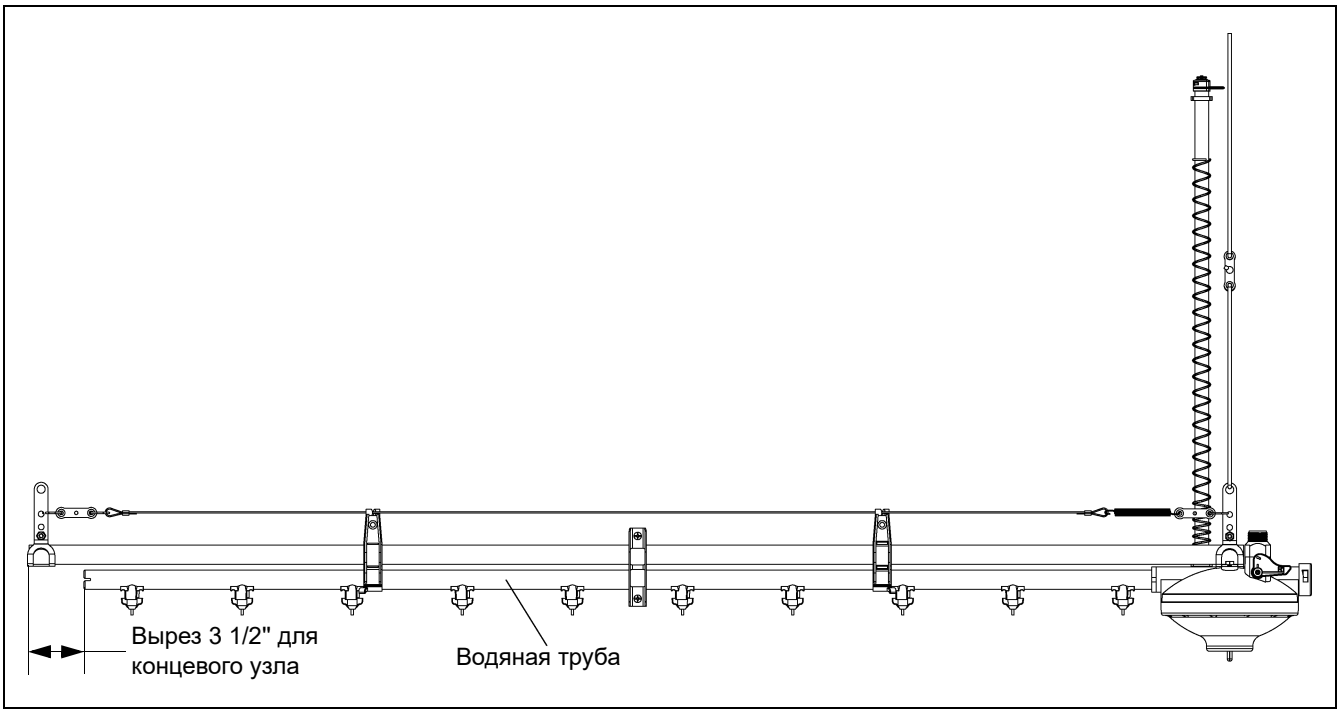

Рисунок 6I
6. Установите последнюю часть водяной трубы и отмерьте назад 3 1/2" от опорной трубы и сделайте отметку на трубе. Снимите трубу и отрежьте по метке. Вновь установите ее. Это обеспечит пространство для концевого узла. *(См. Рисунок 6I.)*